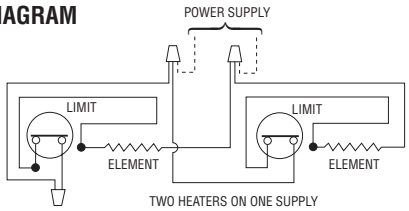

**Figure 10. Dual Heater Wiring Connections**
6. Wire heaters as shown in Wiring Diagram, Figure 10.